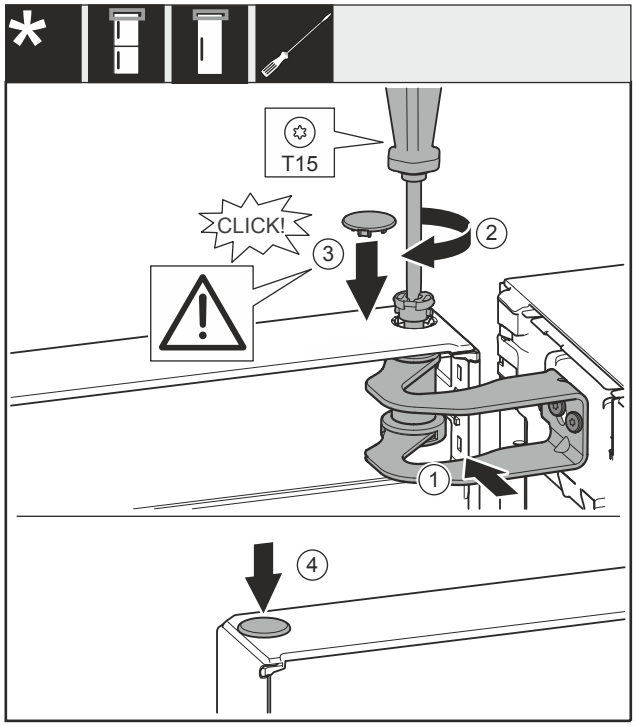

Fig. 59
- ▶ Tür zur Öffnung im Lagerbock *Fig. 59 (1)* ausrichten.
- ▶ Bolzen *Fig. 59 (2)* einsetzen und mit Schraubendreher festschrauben.
- ▶ Abdeckung *Fig. 59 (3)* einsetzen.
- ▶ Kontrollieren, dass die Abdeckung *Fig. 59 (3)* auf der Tür aufliegt.
- ▶ Abdeckung *Fig. 59 (4)* einsetzen.